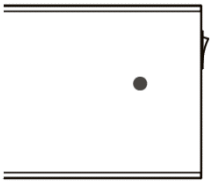

Afbeelding 6
2. Richt de afstandsbediening op de led-lampen van de straler en druk op de toetsen 'LOW', 'MED' of 'HIGH' om het gewenste verwarmingsvermogen in te stellen. (Afbeelding 6, 7, 8)